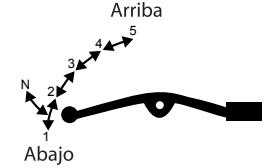

Imagen 33. Cambio de velocidades.
4. Meter la primera velocidad oprimiendo el pedal de cambio de velocidades. Ver imagen 33.
9. Seguir el mismo proceso para meter el siguiente cambio de velocidad. Ver imagen 33.